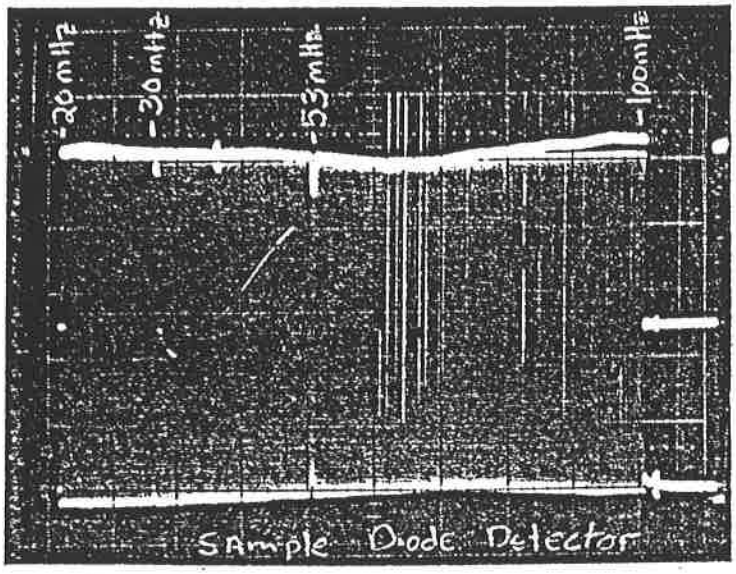

FIGURE 4
H. Since the box has already been calibrated at fixed frequency, there will be no adjustment in the swept frequency mode. All this does is check the box as a function of frequency. See figure 4